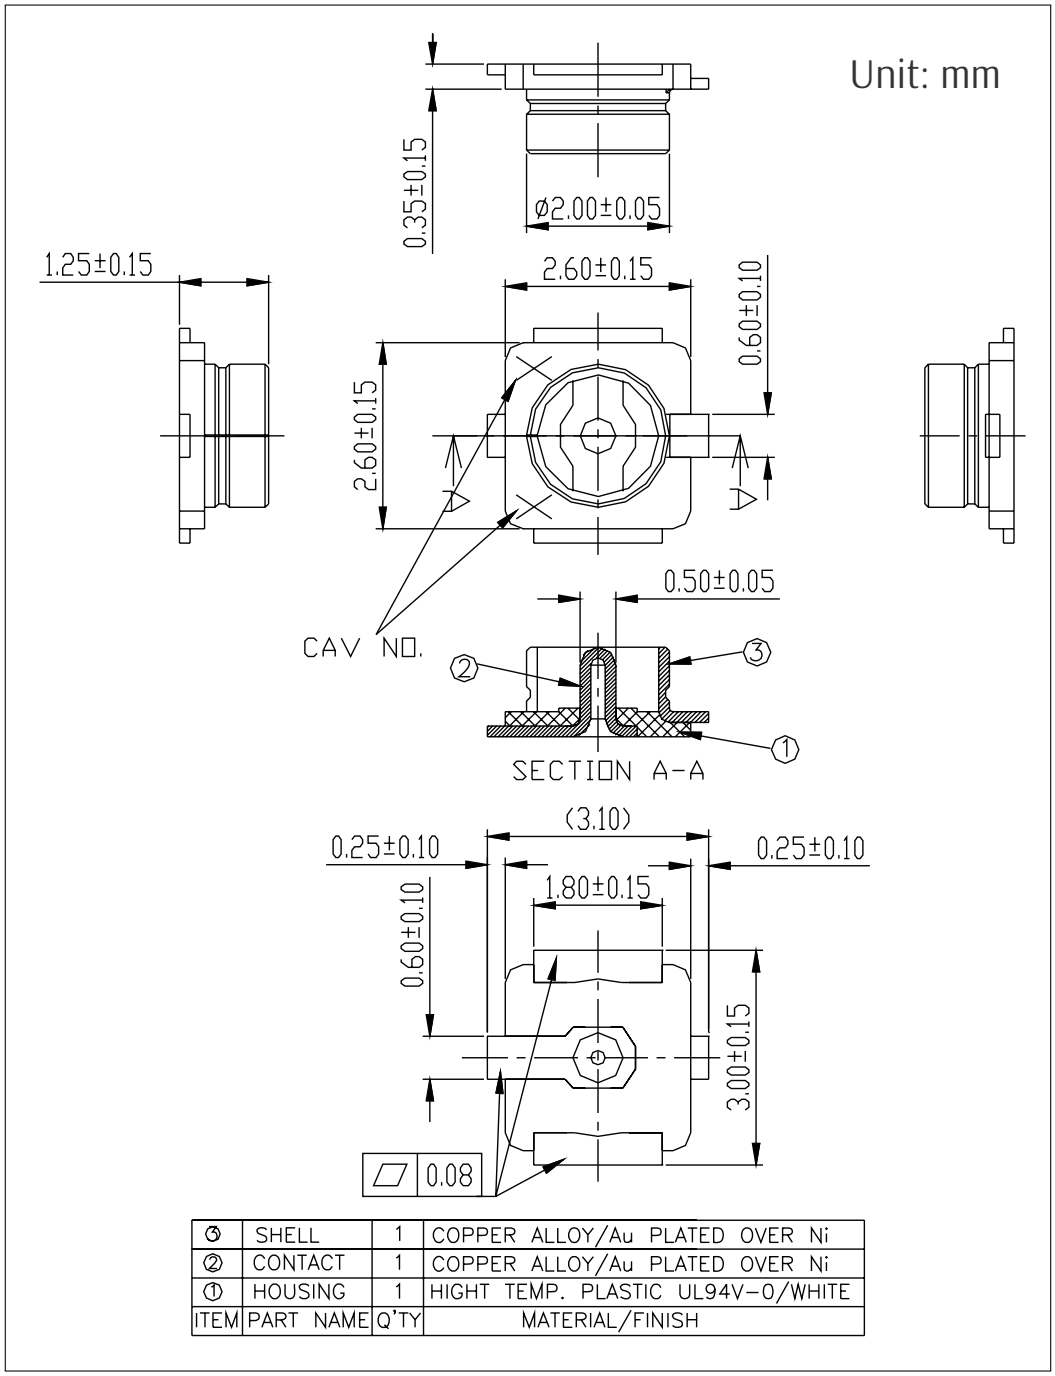

图 14: 外部天线连接器尺寸图
ESP32-WROVER-IE 采用图 14 所示的第一代外部天线连接器，该连接器兼容：
- 接口规格与模组天线连接器接口匹配，参考图 14 外部天线连接器尺寸图